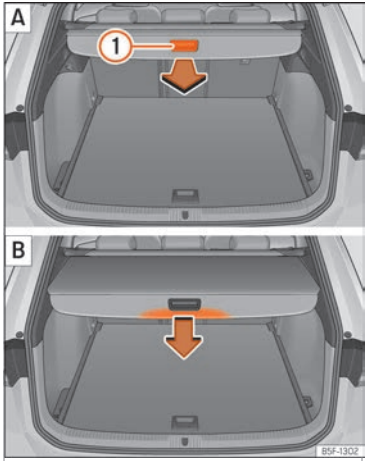

Fig. 125 En el maletero: desenrollar y enrollar la bandeja.
- Tire uniformemente de la bandeja por el asidero ››› **fig. 125** (1) [A] hacia atrás y extráigala hasta el tope hasta que encastre de forma audible.
- Presione sobre el asidero de la bandeja en el sentido de la flecha hasta desbloquearla ››› **fig. 125** [B].